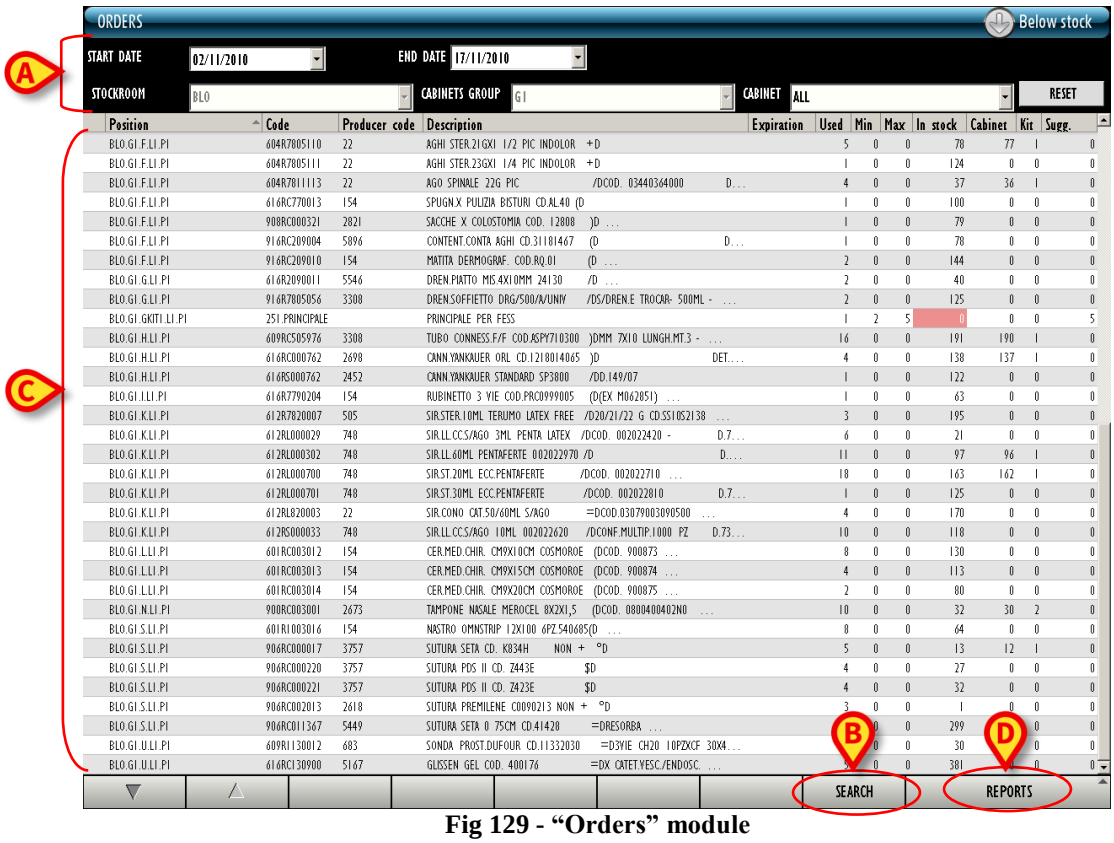

Fig 129 - "Orders" module
- specify the search filters values (Fig 129 **A**).
- Click the **Search** button on the command bar (Fig 129 **B**).
The list of resources whose features match with those specified in the filters is displayed (Fig 129 **C**).
- Click the **Reports** button on the command bar (Fig 129 **D**). The "Orders" option activates (Fig 130).